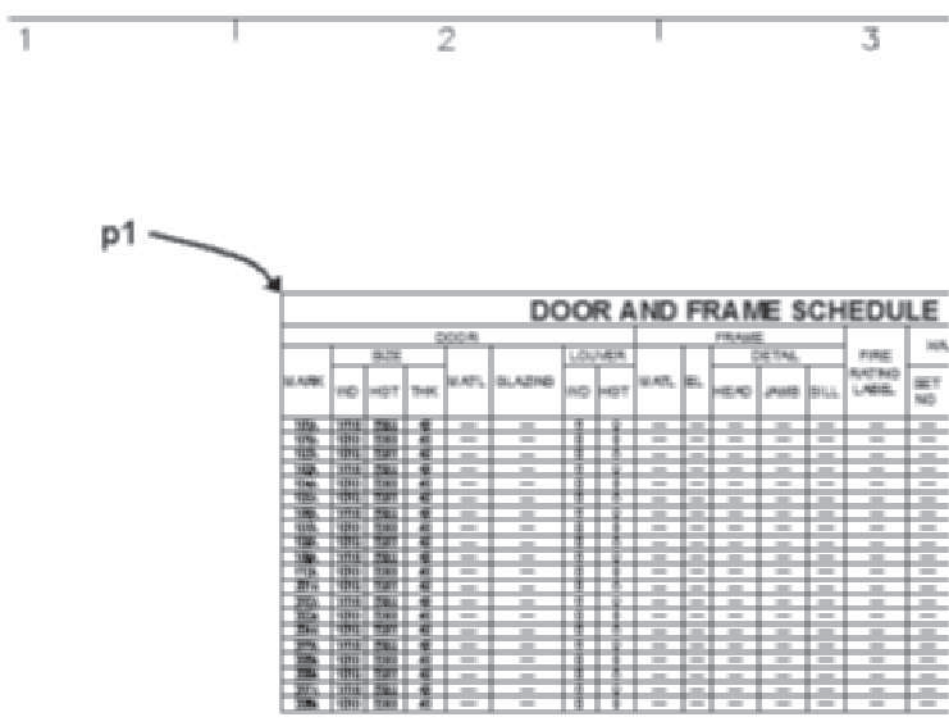

FIGURE 11.103 *Schedule created for all floors of the building*
`Upper-left corner of table:` *(Select a point near p1 in the drawing as shown in Figure 11.103.)*
48. Verify that the schedule is selected, then right-click and select **Update Schedule Table** to create the comprehensive schedule shown in Figure 11.103.